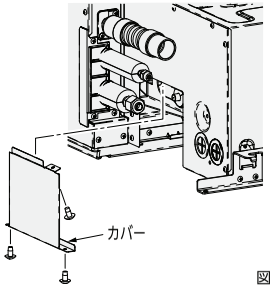

図14
- 側面のカバーをはずしてください。作業スペースを確保できます。(図14、図15)